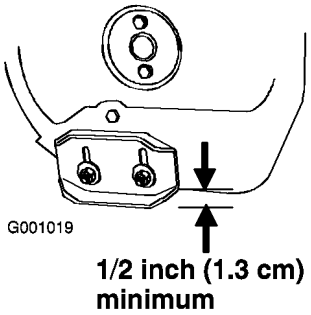

Figur 35
2. Lossa de muttrar som håller fast medarna på matarskruvens sidor, tills medarna enkelt kan flyttas upp och ned (Figur 35).